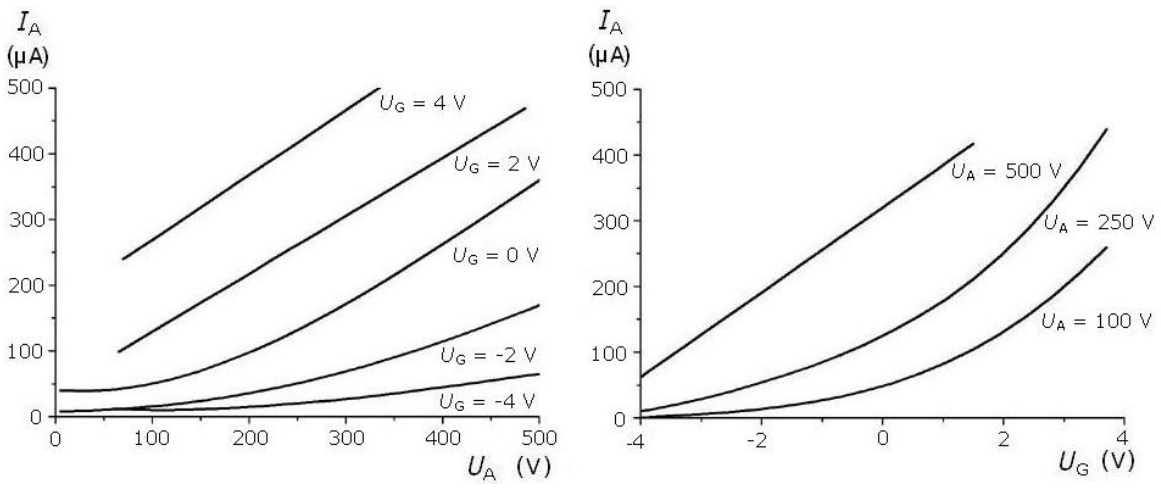

Fig. 2 Trioden-Kennlinien
- I_A – U_A – Kennlinien: Für konstante Gitterspannungen Anodenstrom in Abhängigkeit der Anodenspannung bestimmen und Wertepaare grafisch darstellen (siehe Fig. 2).
- I_A – U_G – Kennlinien: Für konstante Anodenspannungen Anodenstrom in Abhängigkeit der Gitterspannung bestimmen und Wertepaare grafisch darstellen (siehe Fig. 2).